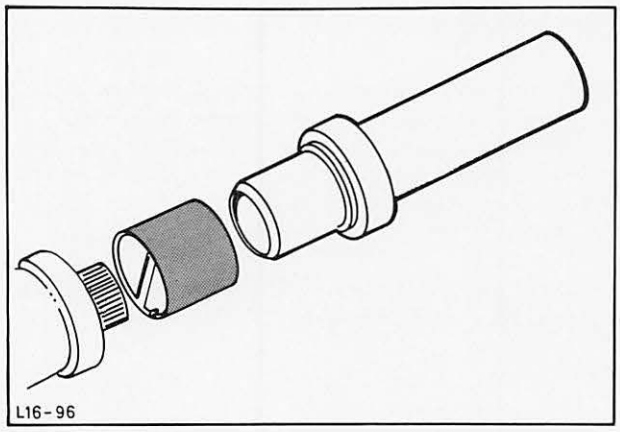

Abb. 114 Büchse – Getriebeverlängerung mit Spezialwerkzeug 16-016 einpressen
48. Neue Büchse – Getriebeverlängerung mit Spezialwerkzeug 16-016 einpressen, Abb. 114.